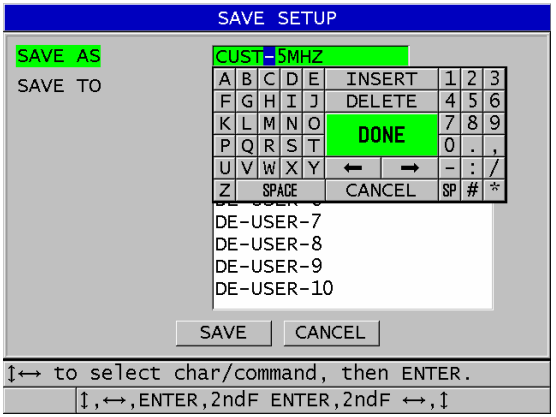

Rysunek 12-6 Zapisywanie konfiguracji
b) Na ekranie **SAVE SETUP** (Zapisz konfigurację) wprowadź żądaną nazwę pliku konfiguracji niestandardowej (patrz Rysunek 12-6 na stronie 257).